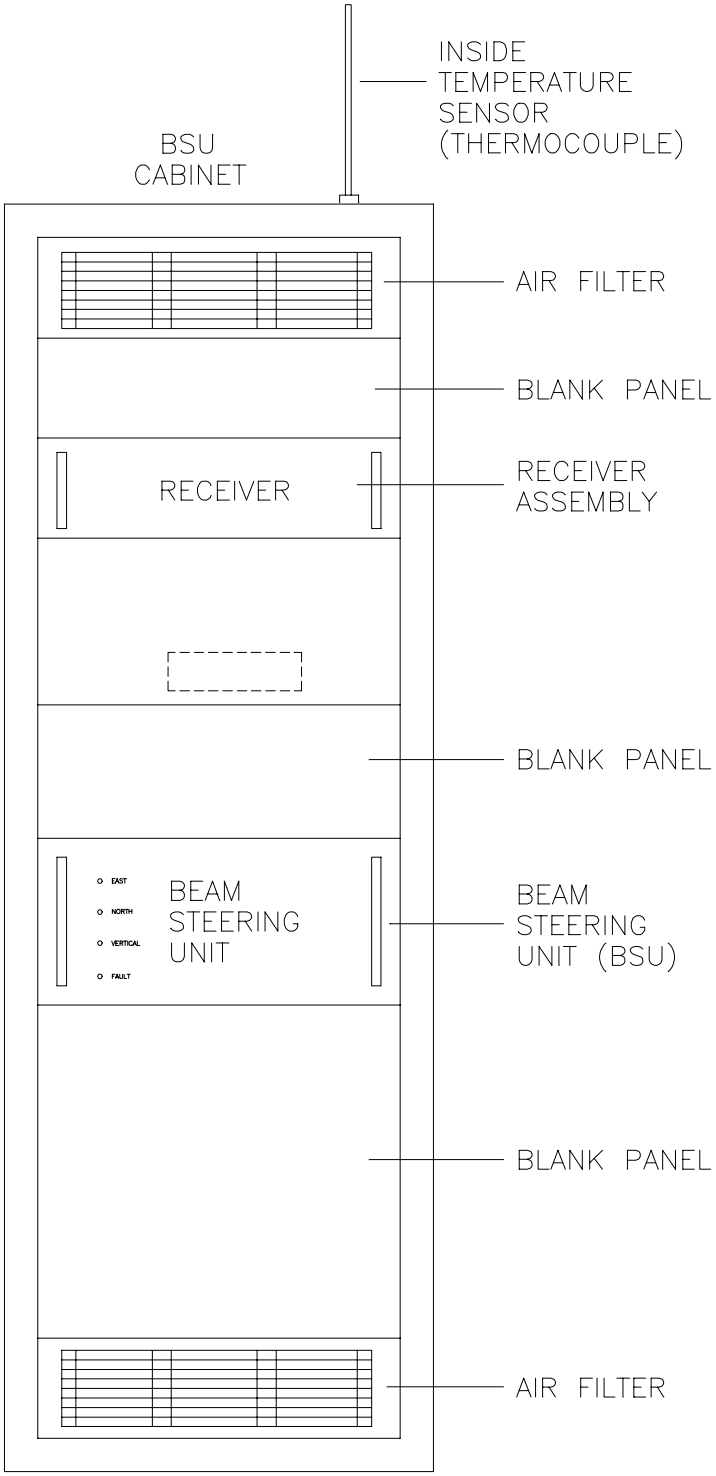
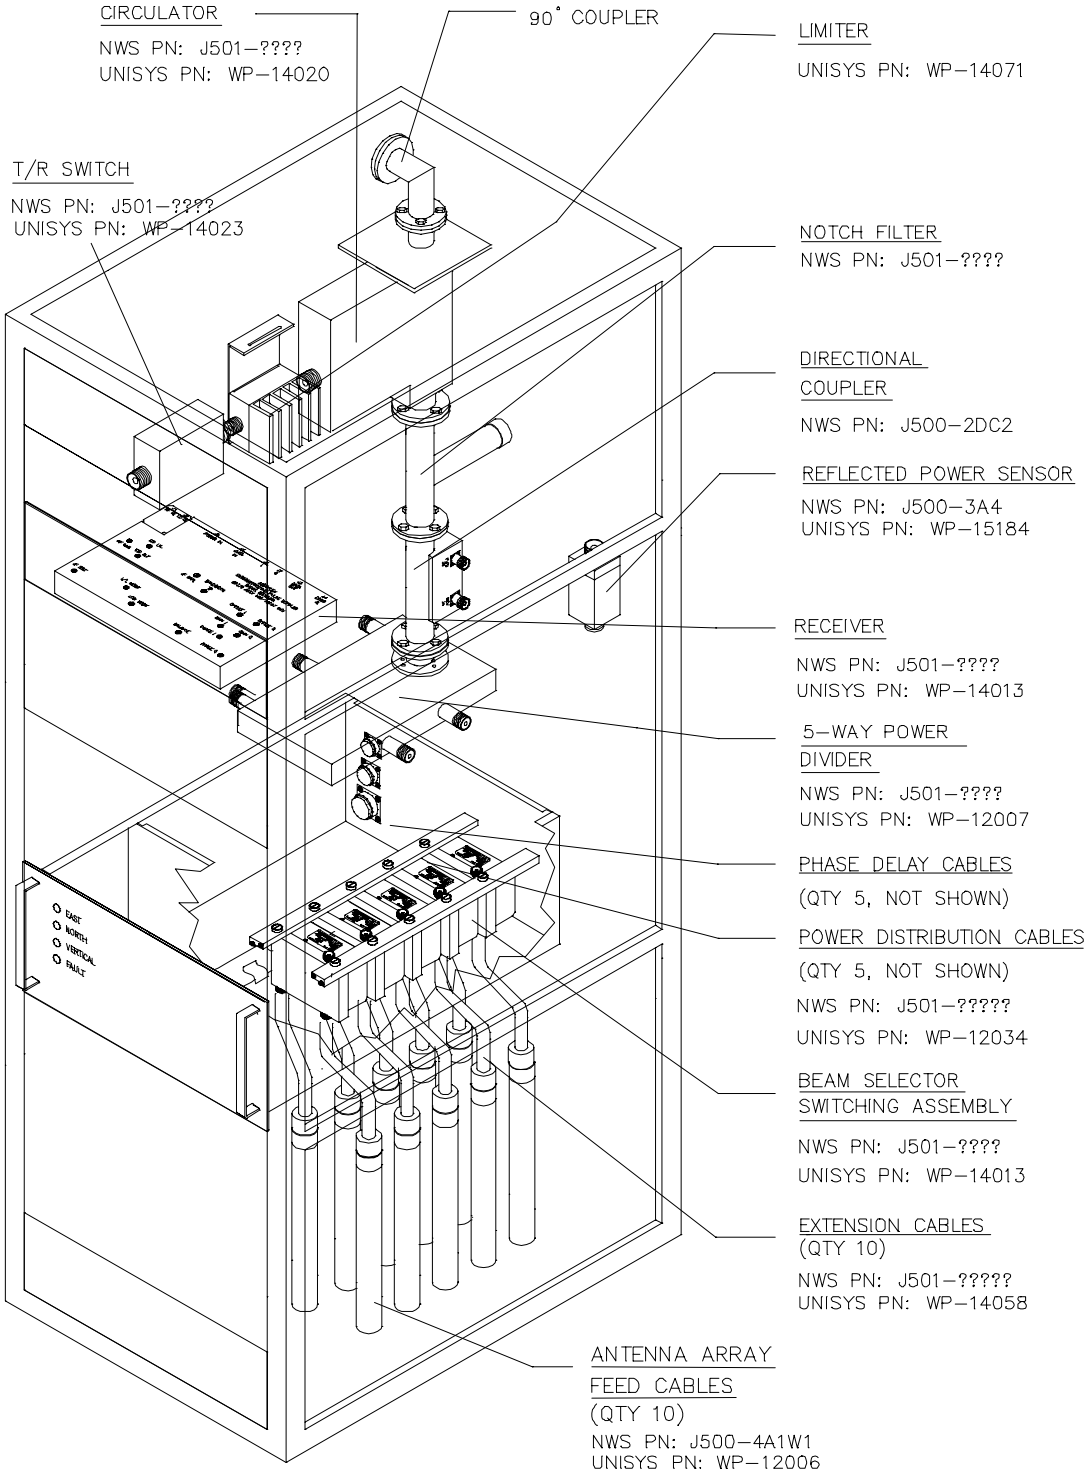

Figure 5-1 Beam Steering Unit (BSU) Cabinet Front Panel
Figure 5-2 Beam Steering Unit (BSU) Cabinet Internal Component Layout
The Beam Steering Unit (BSU) Cabinet is located near the antenna field access door as illustrated in Figure 2-4 and Figure 2-6. The front view of the BSU Cabinet is shown in Figure 5-1, and the internal component layout of the cabinet in Figure 5-2.
The Type 2 Receiver Assembly is located above the BSU Assembly in the Beam Steering Unit Cabinet (see Figure 5-2). The Type 2 Receiver Assembly is a complete redesign of the original Type 1 404 MHz Receiver and is further modified to operate at 449 MHz. Design enhancements include; more rugged mechanical structure, better noise stability, and a modular input amplifier. The Type 2 Receiver is a superheterodyne design that performs an analog-to-digital (A/D) conversion of the returned Doppler-shifted signal before sending it to the Signal Processor Assembly.
The Limiter is located in the BSU Cabinet above the Receiver Assembly (see Figure 5-2). The Limiter is designed to protect the T/R Switch and Receiver Assembly from being damaged by excessive reflected power levels induced by antenna or BSU VSWR faults.
2. Remove the side panel from the BSU Cabinet (see Figure 5-2).